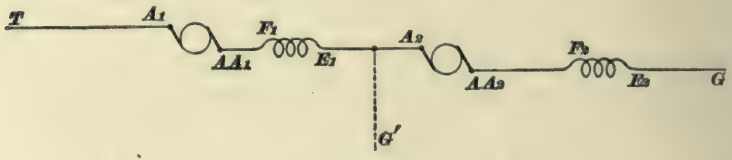

FIG. 21.
**49.** A ground between field lead $E_1$ on motor No. 1, Fig. 18, and armature lead $AA_2$ on motor No. 2 has one peculiarity. Beginning at $E_1$, the following part of the circuit is included: $E_1$–$E_1$–$E_1$–$E_1$–$E_1$–3–2–1–15–15–15–15–$A_2$–$A_2$ –$AA_2$, and this corresponds to the part $E_1$–$AA_2$ in Fig. 21. If the fault takes place while the car is standing still, its effect is not apt to be noticed until the power drum is thrown to multiple, because there is no violent demonstration of any kind. True, the car starts more slowly, but only an old motorman would notice this and he would not know but that the slow start was due to low voltage on the line or to a bad rail. The reason the ground does not announce itself until the power drum is thrown to multiple is that, as long as the motors are in series, the fault has no bad effect other than to cut out the motor nearest to the ground.
In Fig. 21, $G$ is the regular ground and $G'$ is the fault; ordinarily, the current takes the path $T$–$A_1$–$AA_1$–$F_1$–$E_1$–$A_2$ –$AA_2$–$F_2$–$E_2$–$G$; but if the fault takes place at $G'$, the current takes the short path $T$–$A_1$–$AA_1$–$F_1$–$E_1$, and to the earth through the fault at $G'$, thereby cutting out the No. 2 motor. As soon as the power drum is thrown to multiple, the fault no longer has the counter E. M. F. of the No. 1 motor ahead